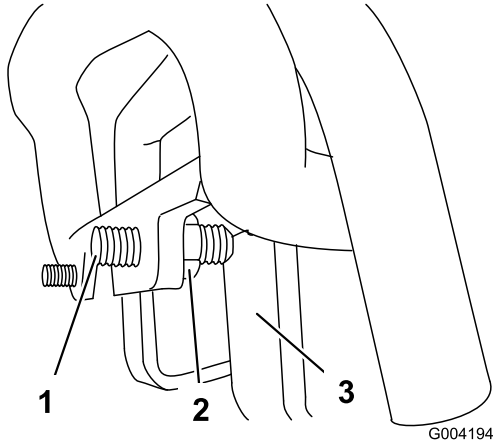

Figur 55
3. Om traktorenheten drar åt **vänster**, lossa **höger** kontramutter och justera inställningsskruven framtill på drivreglaget (Figur 55).
4. Om traktorenheten drar åt **höger**, lossa **vänster** kontramutter och justera inställningsskruven framtill på drivreglaget (Figur 55).